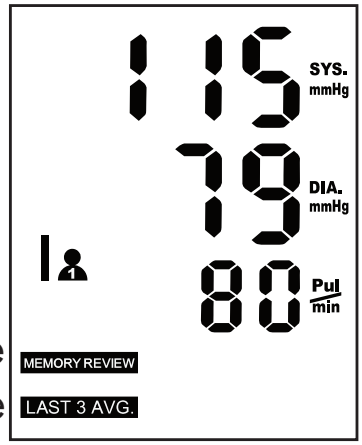

Fig. 1
1. Oprima el botón **MEM**; la pantalla mostrará el promedio de las tres últimas mediciones en ese banco de memoria, Fig 1.
3. La pantalla mostrará “dEL” (borrar) y “dONE” (hecho), Fig. 1.